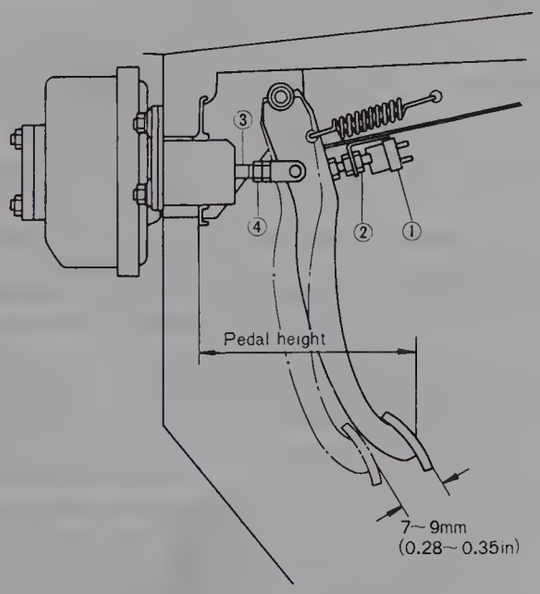

Fig. 9.4 Brake pedal adjustment components; pedal free travel illustrated is for vehicles fitted with vacuum servo units
2 Pedal height should be adjusted to 7.87 to 8.07 in (200 to 205 mm) from the centre of the pedal pad to the bulkhead (Fig. 9.4).
5 To adjust brake pedal free travel, loosen the locknut (4) (Fig. 9.4) and turn the pushrod (3) until the specified free travel is obtained.